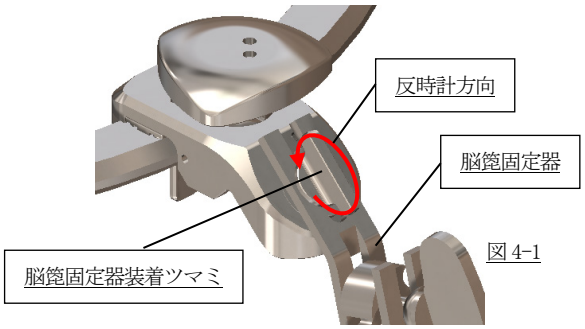

図 4-1
(4)-2 脳篦固定器装着ツマミを反時計方向に回して固定を解除してください。緩める前に脳篦固定器を握ってください。(図 4-1)